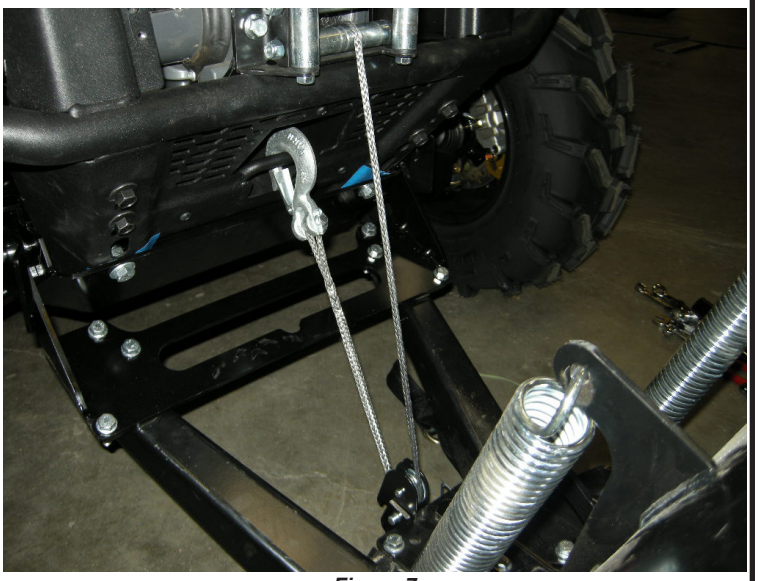

Figure 7
8. Connect the winch hook to the vehicle's front tow hook. See Figure 7. ***NOTE: On some newer models, because the hook mount location is lower than others, you must use the hook termination strap to attach hook. Mount the strap that best fits operation of the plow.***